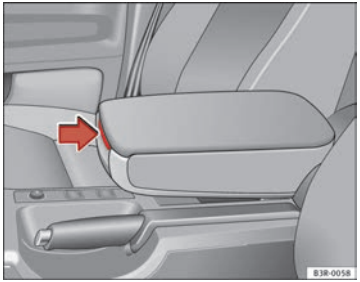

Fig. 113 Armrest between the driver seat and front passenger seat
– Press the release lever ⇒ Fig. 113.